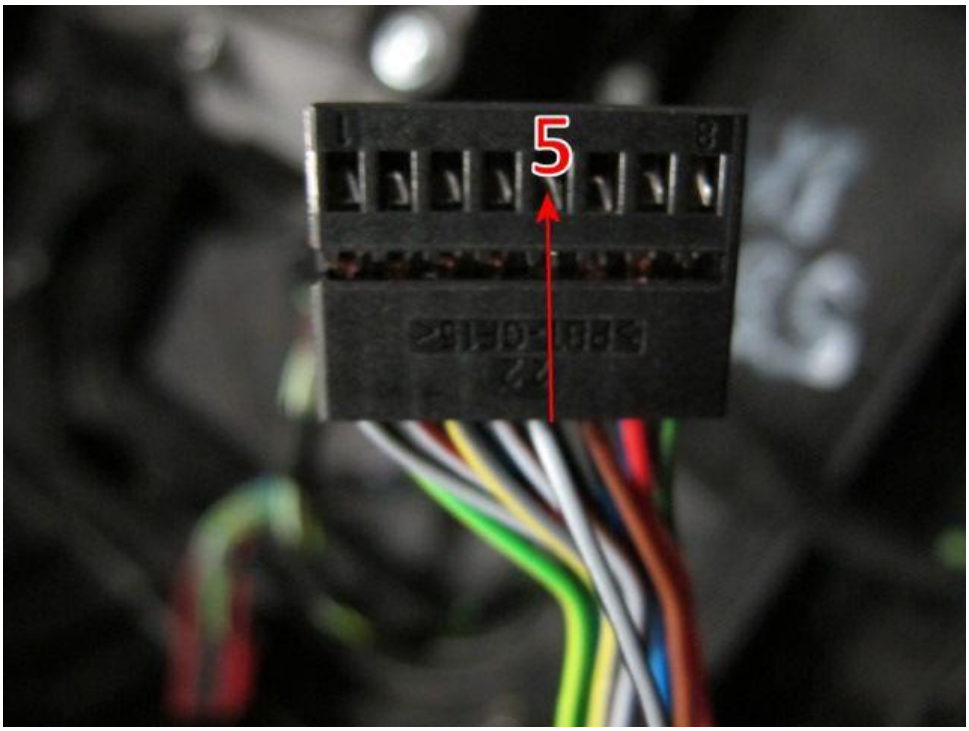

Figure 14
- Locate cavity 5 and with care insert the link harness cable (grey/black) as shown in Figure 14